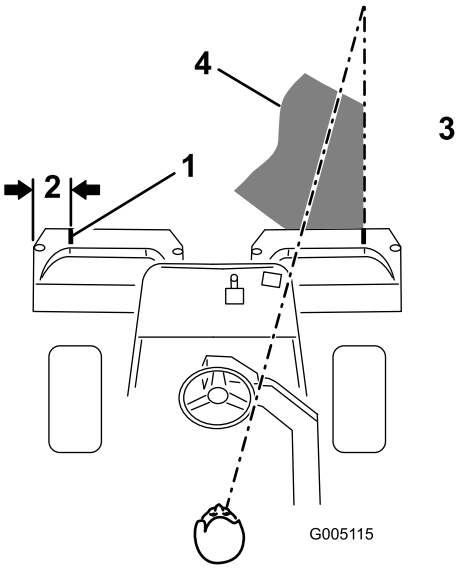
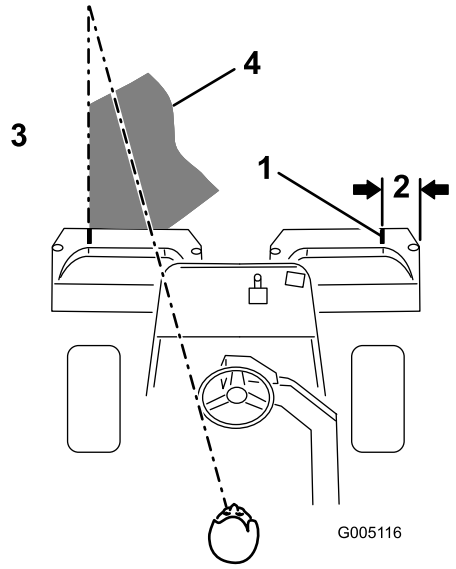

Figur 39
Figur 40
2. Fest en hvit tape eller mal en hvit stripe som løper parallelt med den ytre kanten på hver kurv (Figur 39).
3. Overlapp den forrige retursnarveien minimalt. For at du skal klippe i en rett linje over greenen og holde maskinen på lik avstand fra kanten på den forrige lengden du klippet, må du lage deg en siktelinje på ca. 1,8–3 m fremfor maskinen til kanten på den delen av greenen du ikke har klippet enda (Figur 39 og Figur 40). Noen synes at det hjelper å inkludere den ytre kanten på styrehjulet som en del av siktelinjen, dvs. holde kanten på styrehjulet i en rett linje i forhold til et punkt som alltid har samme avstand til fronten på maskinen (Figur 39 og Figur 40).